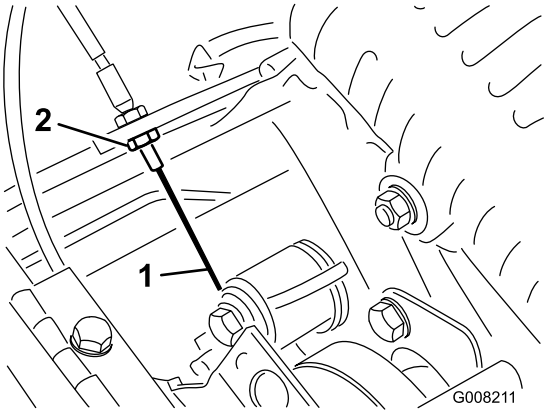

Figur 42
3. Hvis du ønsker å øke kabelspenningen, må du løsne på den fremre og stramme den bakre låsemutteren på kabelen (Figur 42) helt til du trenger en kraft på 3 til 4 kg for å koble til trekkontrollen. Mål kraften på regulatorknappen.